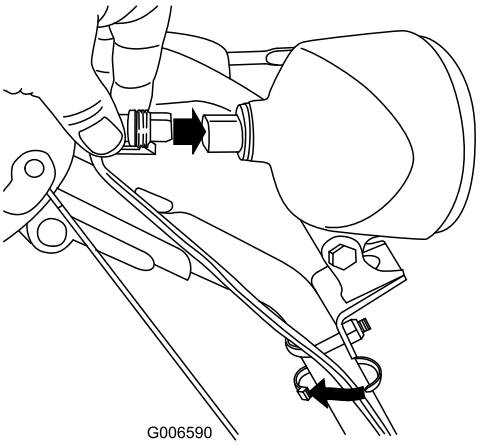

Figur 55
6. Før ledningkonnektoren direkte inn på baksiden av frontlykten til den sitter godt på plass (Figur 55).